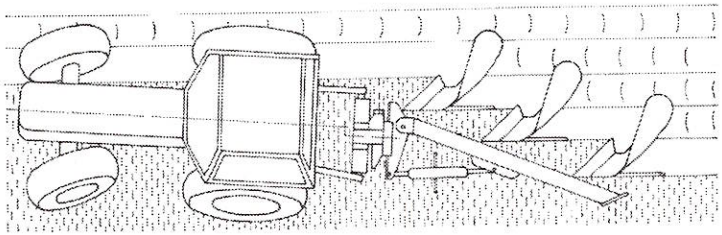

Rys. 20. Niewłaściwe ustawienie śruby odchylania ramy. (Ciągnik jest ściągany w stronę niezaoranego pola – śruba odchylania ramy jest za długa).
- Regulację podłużną przeprowadź za pomocą śruby odchylania ramy (cylindra bocznego). Jeżeli po zagłębieniu pługa prawymi (lub lewymi) korpusami przodek wraz z cięgłami dolnymi ciągnika przemieszcza się od osi ciągnika w stronę niezaoranego pola (calizny) – skróć śrubę odchylania ramy (Rys. 20).